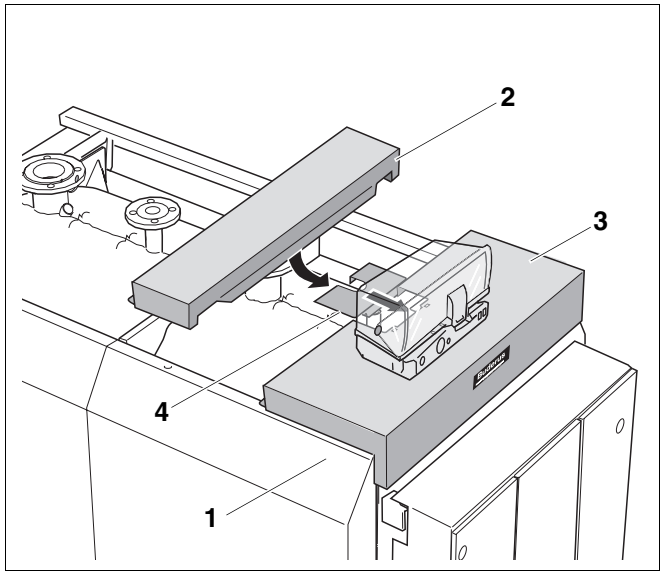

Fig. 39 Montaggio della copertura anteriore
- Porre la copertura anteriore (fig. 39, **pos. 2**) sui pannelli laterali anteriori (fig. 39, **pos. 1**) e spingerla contro la copertura caldaia anteriore (fig. 39, **pos. 3**).
- Appoggiare l'elemento della copertura anteriore (fig. 39, **pos. 4**) sulla copertura caldaia anteriore (fig. 39, **pos. 3**).